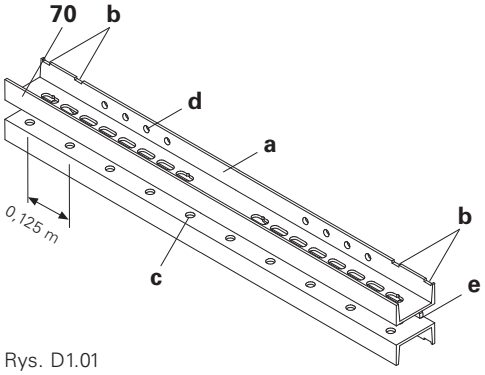

Rys. D1.01
- Wzmocnienie blachami dystansowymi tylko od strony betonu (e) (Rys. D1.01)